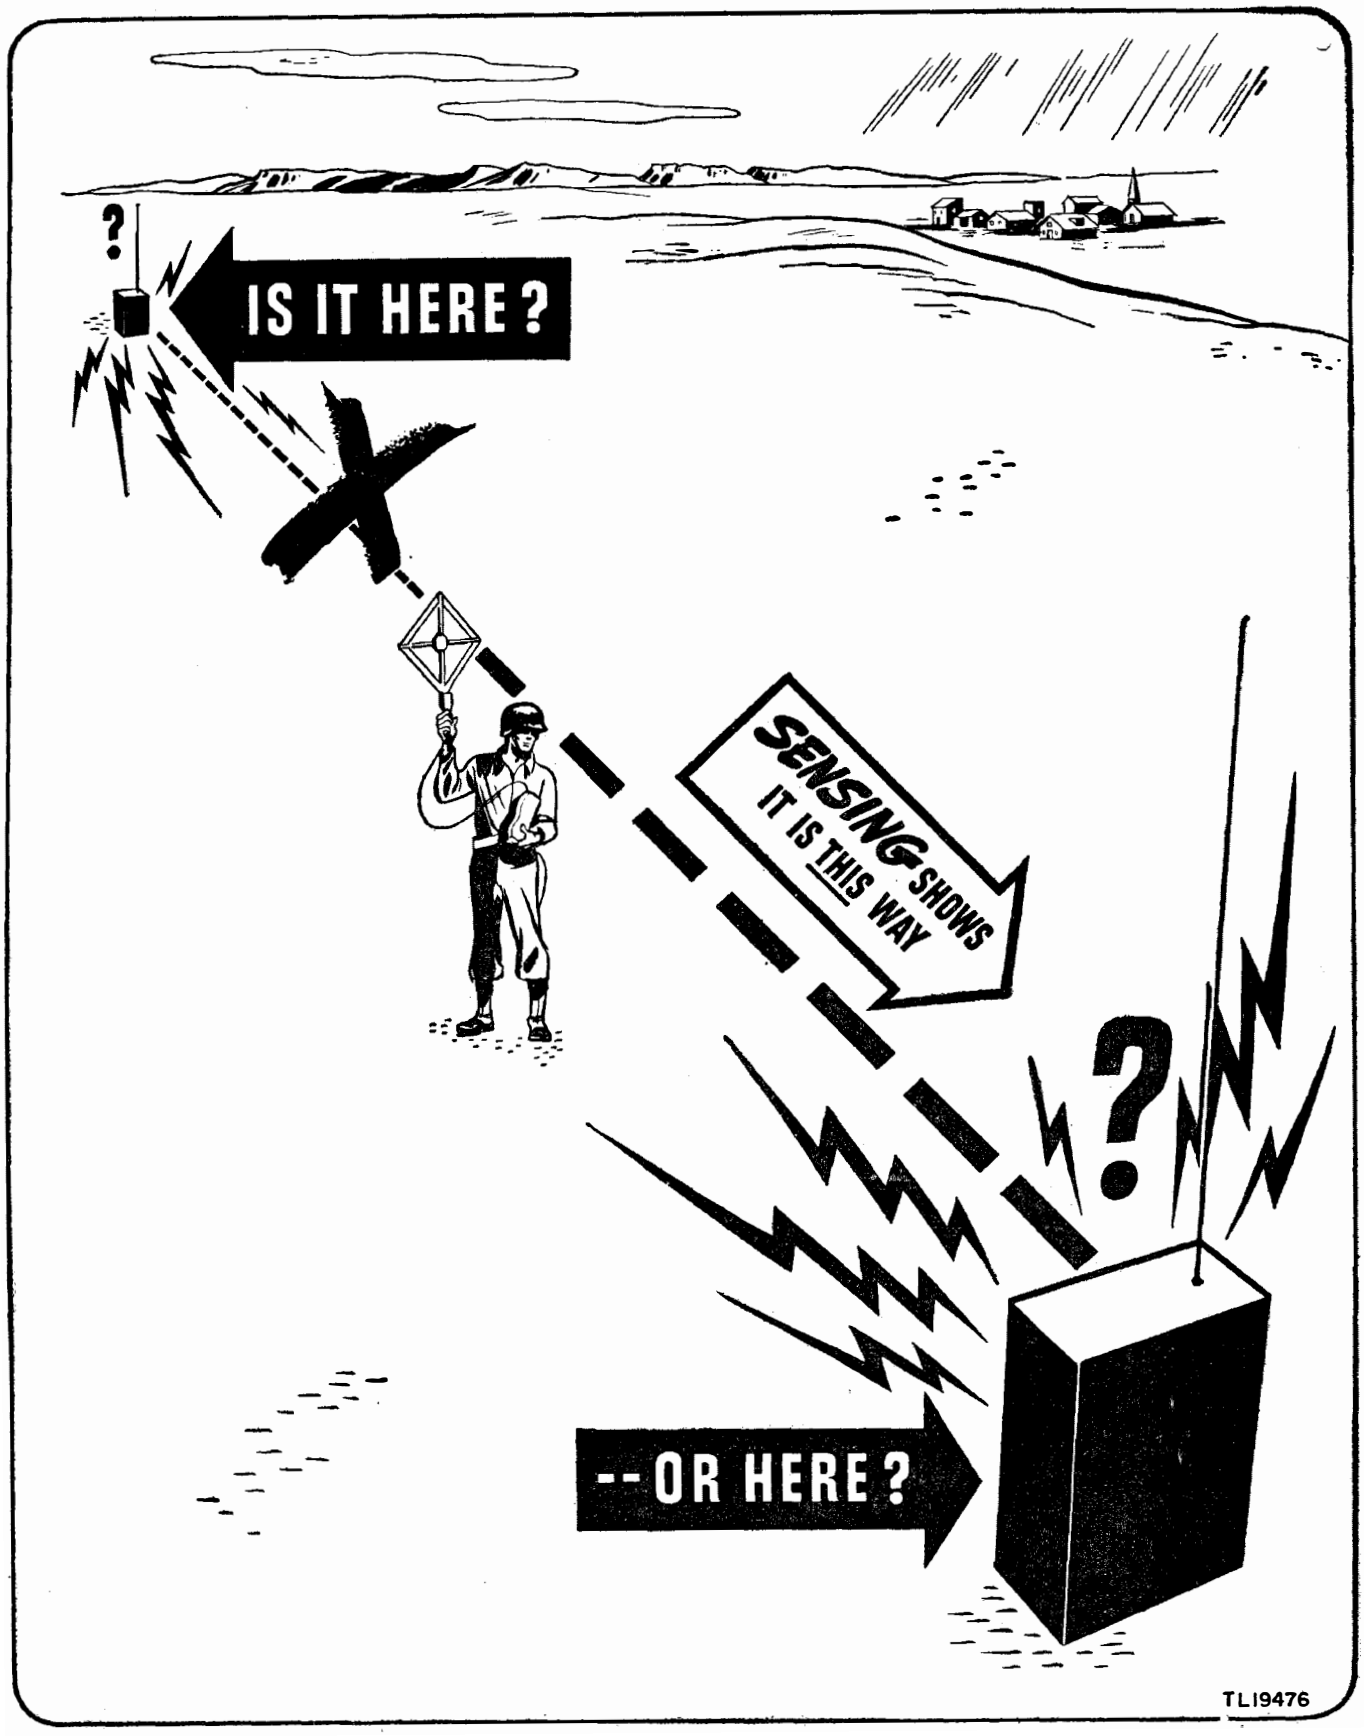

Figure 41. Effect of sense determination on two initial nulls.
b. Sensing. Since there will be two null positions (fig. 41) it is evident that the transmitter may be either in front of or behind the loop. To determine from which side the signal is arriving (the sense of the bearing), touch the thumb to the sense button on the front panel of the loop handle and rotate the loop a quarter turn from the null, first in one direction and then in the other. In one of the two positions the signal is louder than in the other. Turn a quarter turn from the initial null to the louder position. The arrows on the loop handle now point toward the transmitter. Remove thumb from sense button and use the original null for direction finding because it gives a sharper and more accurate bearing indication. It the presence of a strong signal the null will be quite narrow, and rotation of a few degrees will result in sharp signal variations in the headset. On a weaker signal, the width of the null may increase to 30° or 40°. The center of this null arc, or area, is the correct bearing. This equipment can be used effectively up to 1 or 2 miles, depending on the strength of the received signal.